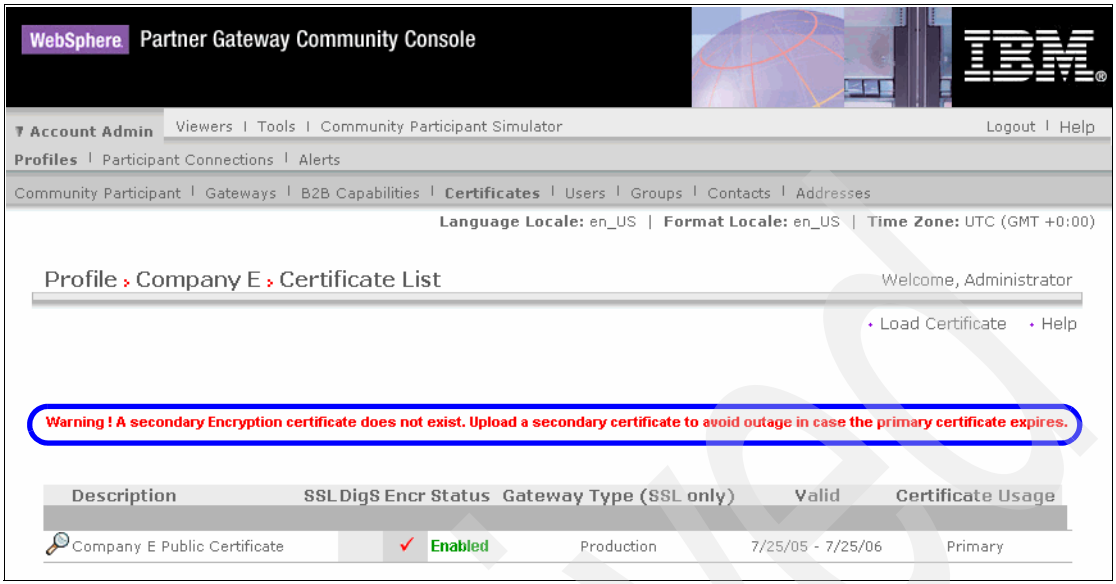

Figure 8-21 List of certificates uploaded
7. On selecting List, to display the list of certificates uploaded for Company E, we see a screen as shown in Figure 8-21 on page 226. The red text indicates a warning message, which is to inform the user that only a primary certificate has been uploaded, it is advised to upload a secondary certificate in order to avoid failure of transaction or transfer of data securely, due to invalidity or non-usability of the primary certificate.